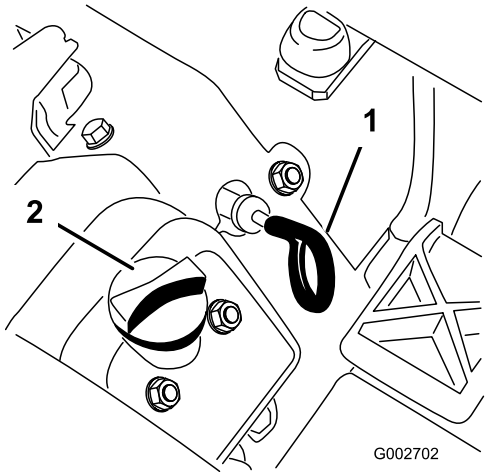

**Figur 13**
3. Træk målepinden op (Figur 13), og tør den af med en ren klud. Sæt målepinden i røret, og sørg for, at den er helt i bund. Tag målepinden ud af røret, og kontroller oliestanden. Hvis oliestanden er lav, skal påfyldningsdækslet tages af ventildækslet og tilstrækkeligt olie hældes på til at hæve niveauet til full-mærket på målepinden.